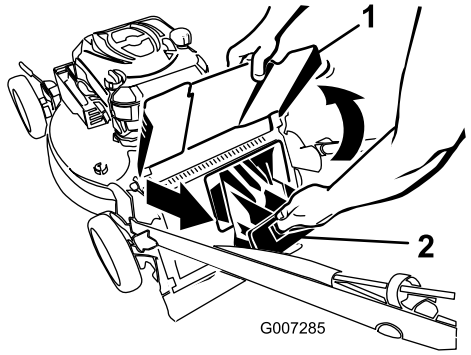

Figur 22
2. Hæv, og hold udkastdeflektoren oppe (Figur 22).
3. Træk bagudblæsningsdækslet af (Figur 22).